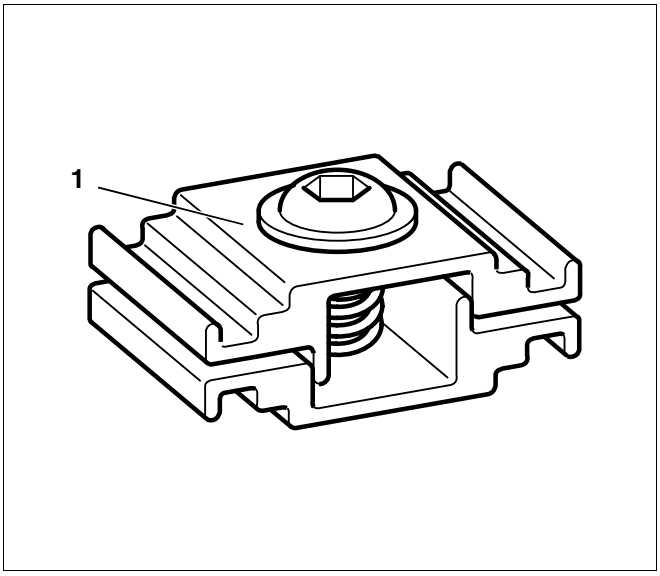

Afb. 10 Collectorverbinder, apart te bestellen
Bovendien moet er tussen twee collectoren steeds een collectorverbinder (afb. 10, pagina 17) geplaatst worden.
5.2.6 Collectorverbinder – (telkens tussen twee collectoren die met elkaar verbonden zijn, apart bestellen) – afb. 10